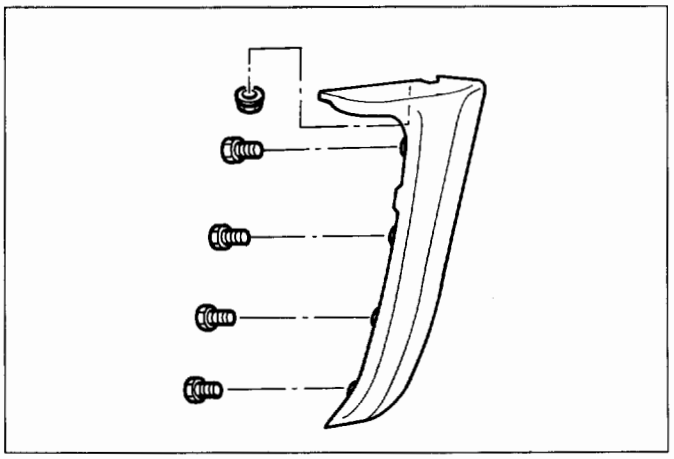

Fig. 10-135
3. **Front mud flap (Fig.10-135)**